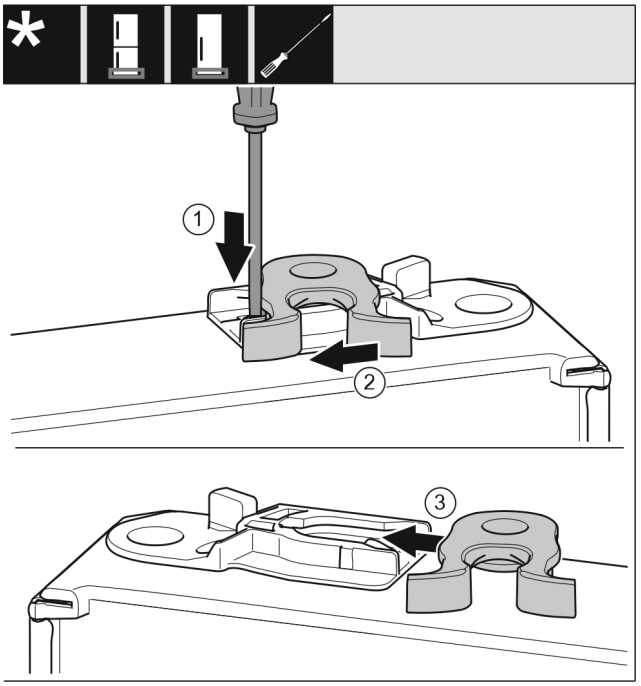

Fig. 19
- ▶ Presione hacia atrás la pestaña *Fig. 19 (1)* con el destornillador de punta ranurada.
- ▶ Retire el gancho de cierre *Fig. 19 (2)* de la guía.
- ▶ Deslice el gancho de cierre *Fig. 19 (3)* hacia la guía sobre el lado opuesto.